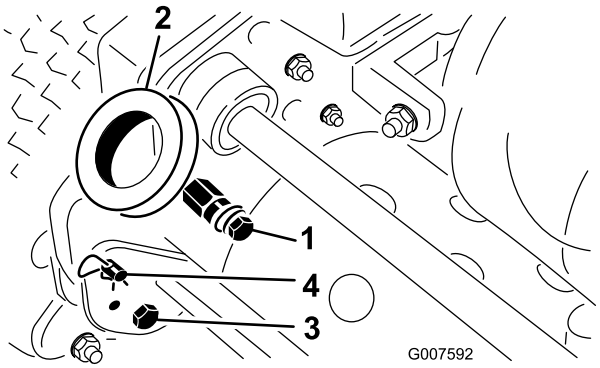

**Figura 3**
1. Retire os parafusos e porcas de bloqueio da parte inferior dos braços do manípulo de cada lado do cortador (Figura 3).
2. Retire os pinos de segurança e ganchos de anel que prendem os braços do manípulo para a parte posterior do chassis (Figura 3).
3. Insira as extremidades do manípulo através dos orifícios nos braços do manípulo e alinhe os furos com os pinos de montagem (Figura 3).
1. Retire o pino de segurança do gancho de anel em cada lado do cortador (Figura 3).
2. Enquanto segurar no manípulo, retire o gancho de anel de cada lado e suba ou desça o manípulo até o colocar na posição desejada para a sua utilização (Figura 3).